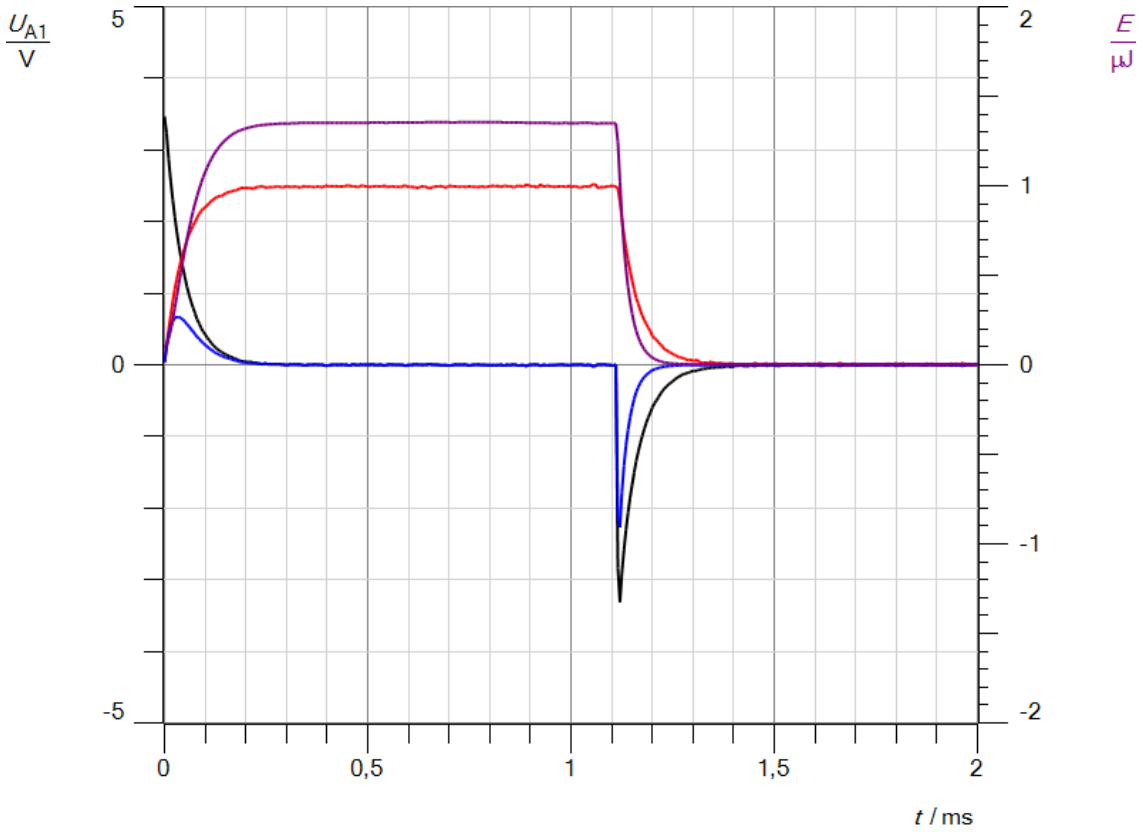

Abb. 1a: Messkurven Spule für die Spule R < 1 Ω
c. Bei der Spule mit vernachlässigbarem Ohmschen Widerstand wird elektrische Energie nur am Vorwiderstand in Wärme umgewandelt. Aus den Kurven in Abb. 1a und 1b erhält man